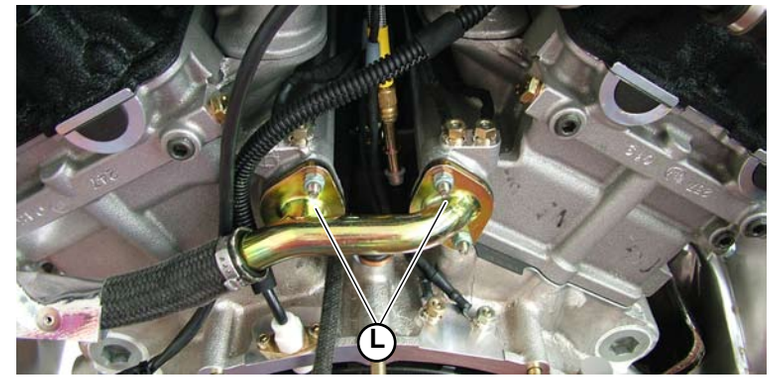

Fig.11
14. Assemble the head outlet water pipe flanges (**L-Fig.11**).